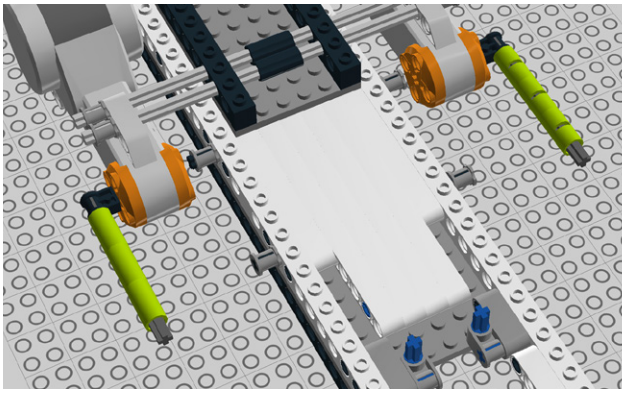

Figure 8-87. *Step 82: Adding tubes to the cross axles*
82. Slide tubes onto the cross axles (Figure 8-87).